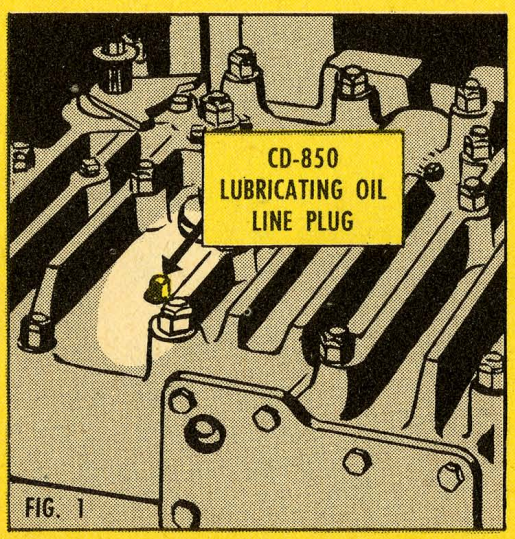
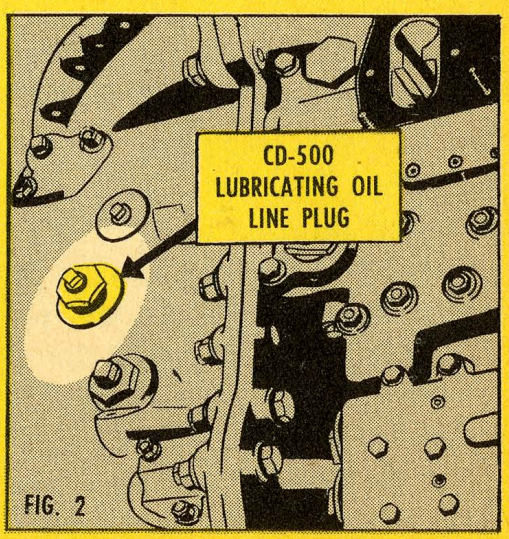

FIG. 1
FIG. 2
2. Remove a lubrication - check plug from the transmission valvebody. Use the plug where you have the lowest oil pressure—the lubricating oil line plug. The illustrations below show the lubricating oil-line plug location—Fig. 1 is for the CD-850 transmission plug; Fig. 2 gives you the CD-500 spot.